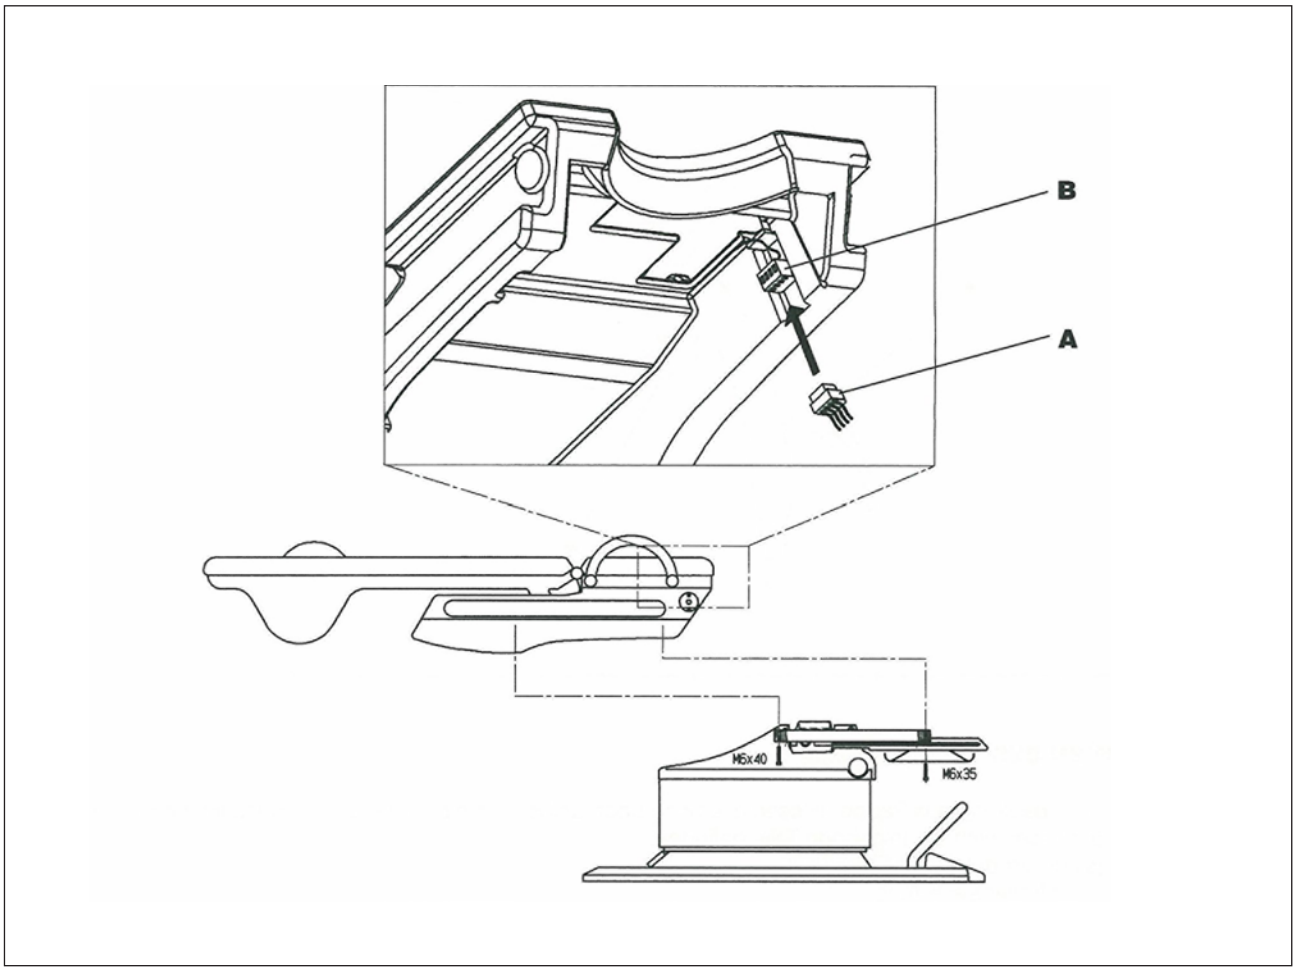

**Bild 3.1**
3) Für die Stromspeisung der Rückenlehne und des entsprechenden Mikroschalters den vierpoligen Steckkontakt der Sitzflächenhalterung (siehe Bild 3.1 A) mit dem vierpoligen Steckkontakt der Sitzflächenauflage (siehe Bild 3.1 B) verbinden.